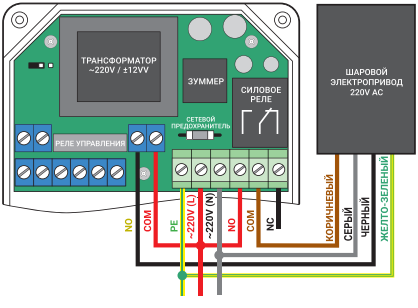

Рис. 6 Схема подключения шарового электропривода на напряжение питания 220 В
5.3 Рис. 6. Схема подключения к блоку управления шаровых электроприводов с напряжением питания 220 В.